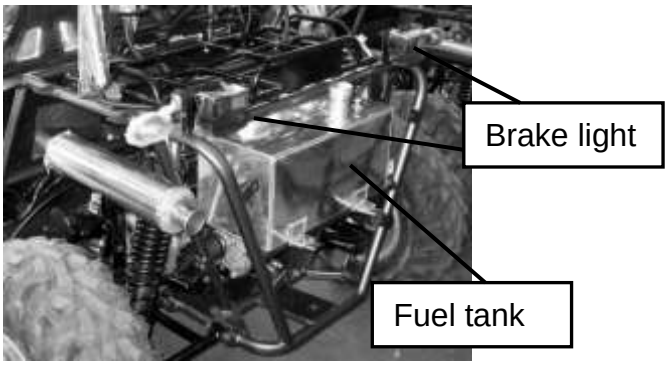

Figure 3
3. Check for Fuel Level. Add fuel as necessary and do not overfill. Check for leaks.(see Figure 3)